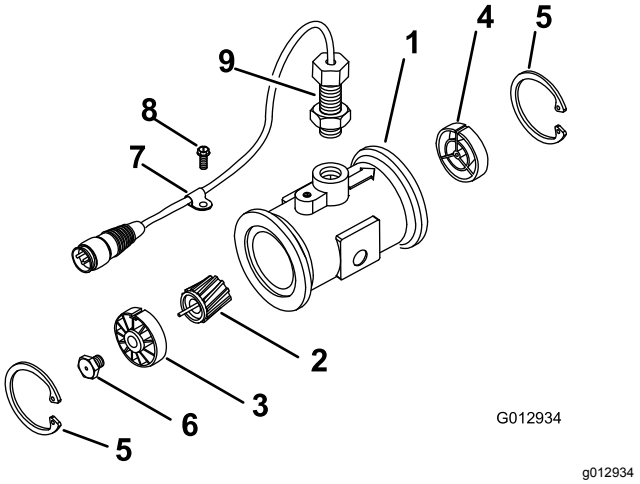

**Figuur 59**
3. Verwijder de borgring aan de stroomopwaartse kant (Figuur 59).